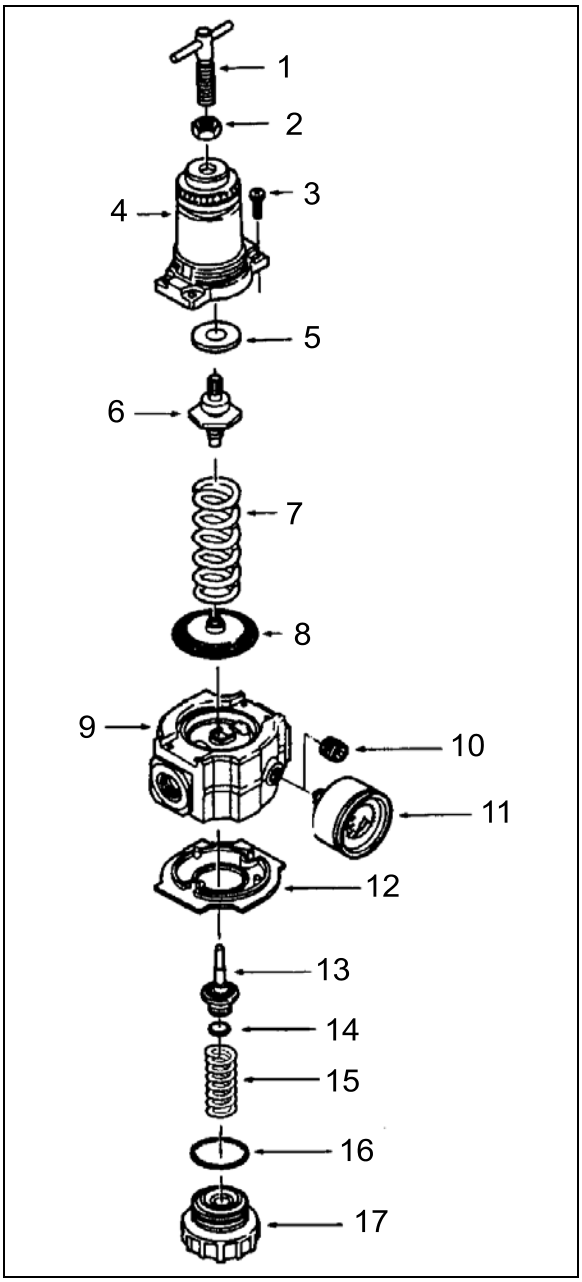

FIGURE 44: AIR PRESSURE REGULATOR 16035
1. Before turning on system air pressure, release jam nut (2, Figure 44) then turn regulator adjustment handle counter-clockwise until the load is removed from the regulating spring.
5. Tighten jam nut (2,Figure 44) to lock pressure setting.
1. Shut off inlet pressure and reduce pressure in inlet and outlet lines to zero. Turn regulator adjustment handle (1, Figure 44) counterclockwise until all load is removed from regulating spring. Regulator can be disassembled without removal from air line.
1. Lubricate O-ring (14 and 16, Figure 44), valve stem (13), tip of adjusting screw (1), and the outer circumference and both sides of the thrust washer (8) with a light coat of good quality O-ring grease.